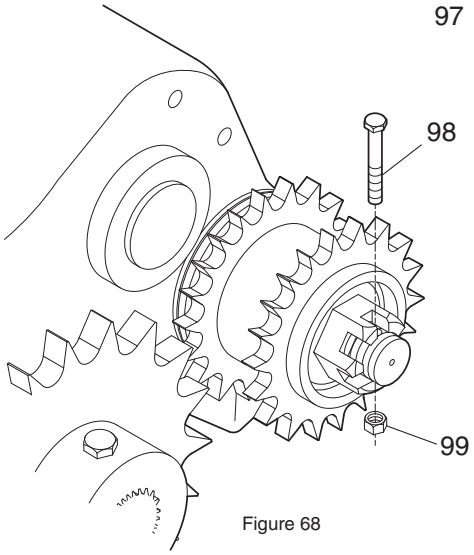

Figure 68
Lock the nut (item 97) with a bolt #BH516X234Z (item 98) and a stop nut #EP516Z (item 99) as shown in figure 68. Cut the part of the bolt that is exceeding.